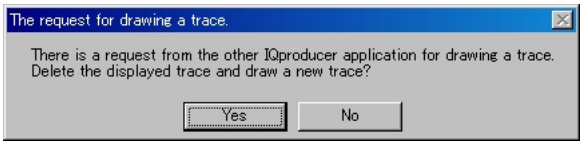

Figure 3.5-6 Confirmation Message
(1) Set **Clear** for **Quick Add Mode** on the lower-left of the Time Domain screen.
(2) Select **Time Domain** from the **Simulation** menu or click the tool button. The confirmation message shown in Figure 3.5-6 below appears: